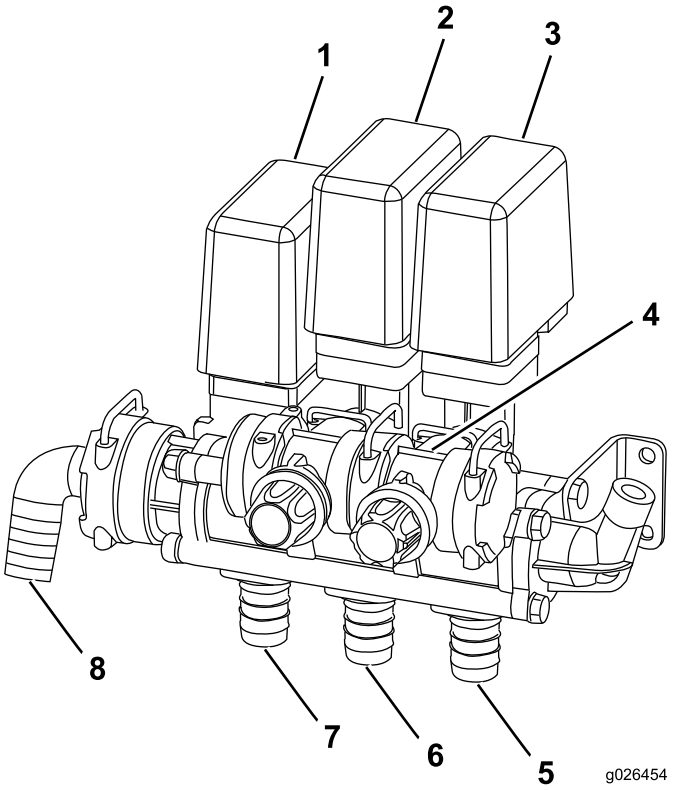

Figura 6
9. Montate il gruppo di bypass originale e quello nuovo incluso nel kit (Figura 6).
11. Installate nuovamente i flessibili sul gruppo della valvola (Figura 6).